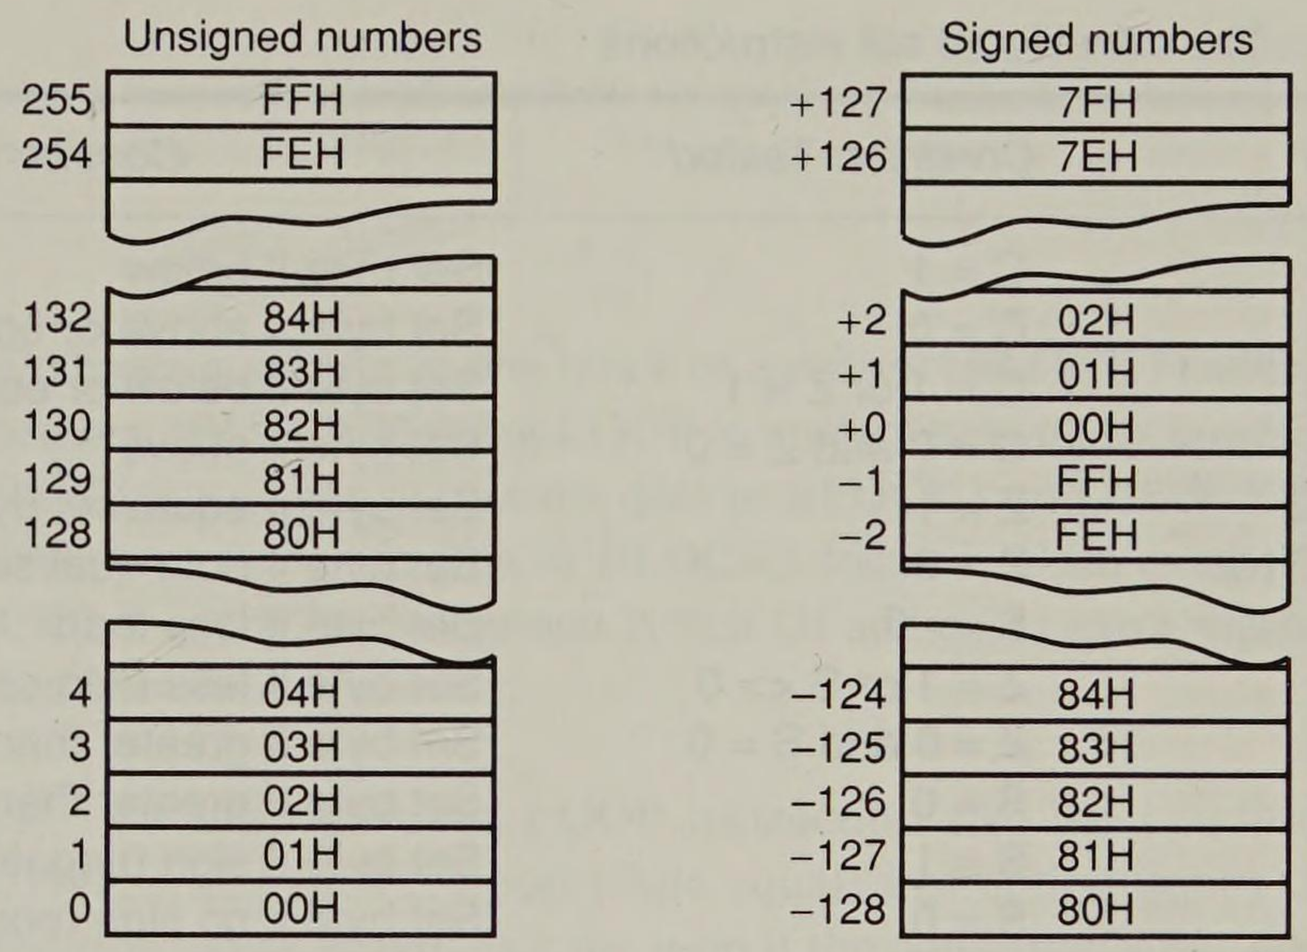

**FIGURE 6–5** Signed and unsigned numbers follow different orders.
Figure 6–5 shows the order of both signed and unsigned 8-bit numbers. The 16- and 32-bit numbers follow the same order as the 8-bit numbers except they are larger. Notice that an FFH (255) is above the 00H in the set of unsigned numbers, but an FFH (–1) is less than 00H for signed numbers. Therefore, an unsigned FFH is *above* 00H, but a signed FFH is *less than* 00H.